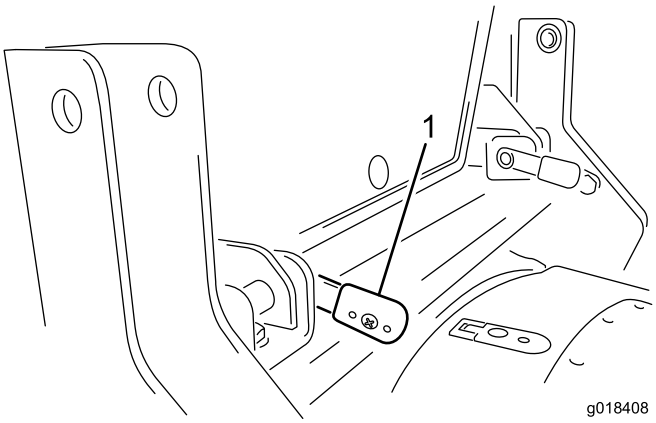

Figur 17
4. När spakarna har förts in helt vrider du dem bakåt för att låsa dem på plats (Figur 17).